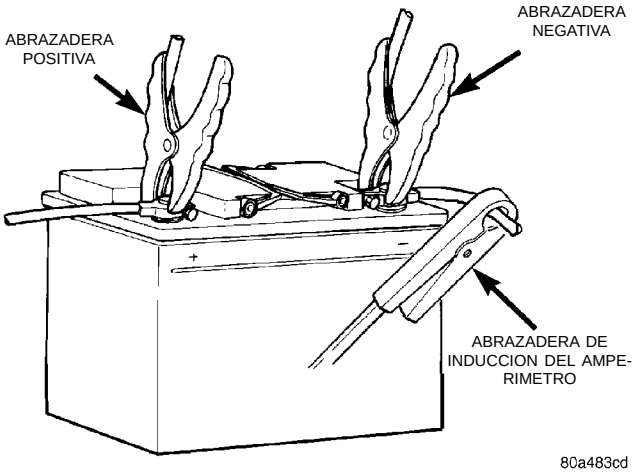

Fig. 7 Conexiones del probador voltímetro-amperímetro
(1) Conecte el probador voltímetro-amperímetro a los terminales de batería (Fig. 7). Consulte las instrucciones de funcionamiento del probador que utilice.